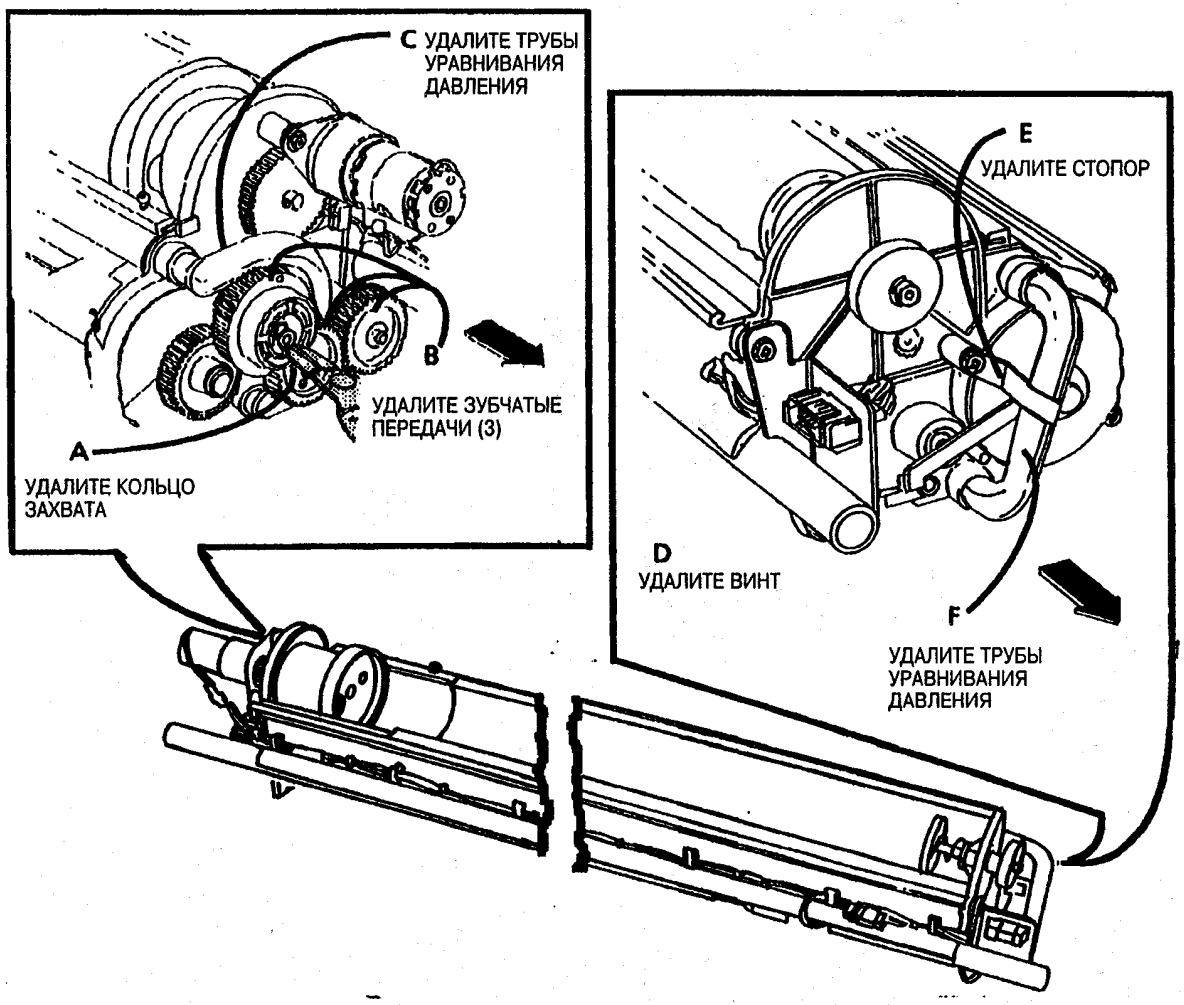

Рис. 3. Удалите трубы уравнивания давления <Pressure Equalizer>
6. (Рис. 3): Удалите трубы уравнивания давления <Pressure Equalizer>.